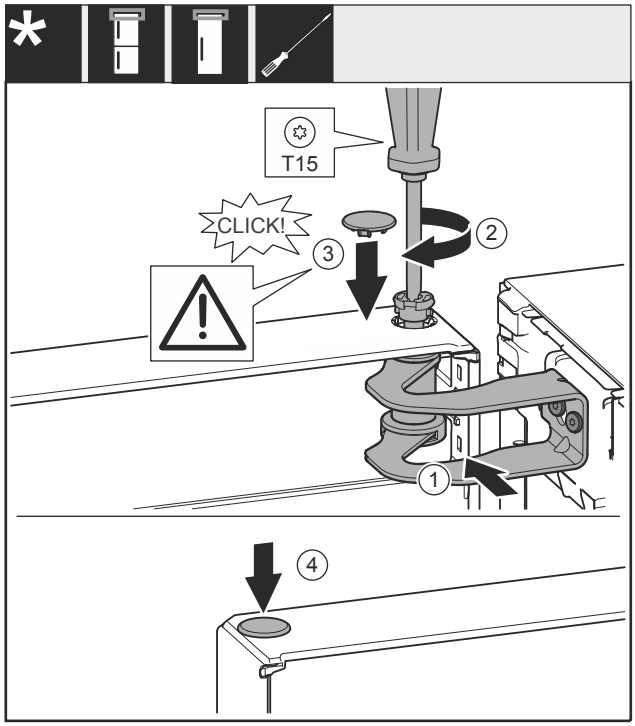

Fig. 59
- ▶ Align the door with the opening in the swap bearing block *Fig. 59 (1)*.
- ▶ Insert the bolt *Fig. 59 (2)* and use screwdriver to tighten it.
- ▶ Insert the cover *Fig. 59 (3)*.
- ▶ Check that the cover *Fig. 59 (3)* is resting on the door.
- ▶ Insert the cover *Fig. 59 (4)*.